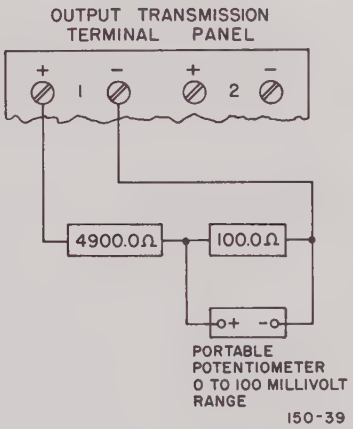

Figure 1. Test setup for regulated power supply
(1) Disconnect the output leads of the regulated power supply at the positive (+) and negative (-) terminals of the power supply cover to deenergize the output transmission circuit.
(2) Measure the resistance between the disconnected leads to the output transmission circuit with the auxiliary device open circuited; the resistance should be approximately 500 ohms; if not, adjust the LOAD potentiometer on the OUTPUT PANEL to obtain this resistance value.
(3) Connect the transmission circuit leads to the regulated power supply.
(4) Connect two decade resistance boxes set to the proper resistance values (4900.0 and 100.0 ohms) across the positive (+) and negative (-) terminals of the transmission terminal panel as shown in figure 1.
(5) Connect the leads of a portable potentiometer (0 to 100 mv range) across the terminals of the decade resistance box set to 100.0 ohms; refer to figure 1 and observe proper polarity.
(6) Operate the instrument as a single-record indicator (refer to operation section).
(7) Apply millivolt signals to the instrument to drive the indicator to various cardinal points on the scale.